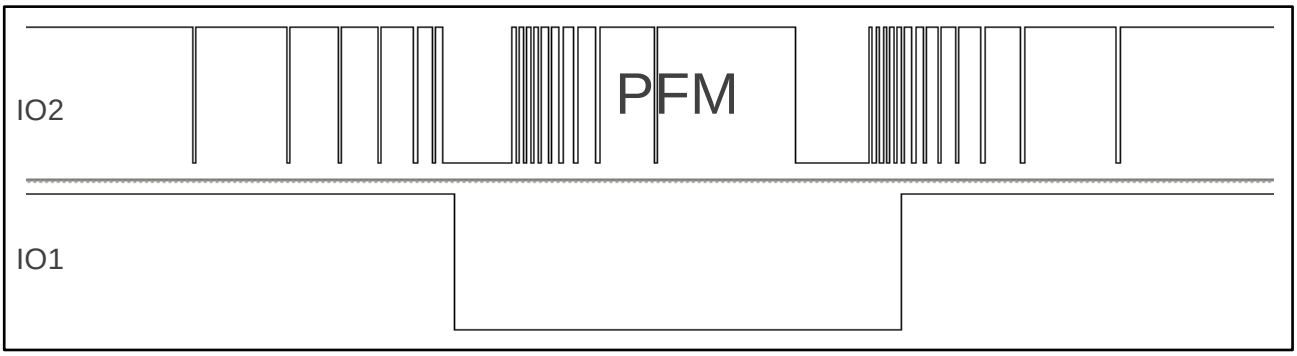

Figure 5.3 Movement (PFM) and Activation Output
**'00'** – The default pulse frequency modulated (PFM) signal indicates intensity of movement by the density of pulses. This is a relatively slow output that may trigger occasional interrupts on the master side. See Figure 5.3. Most intense detectable movements are indicated by active low pulses with 10ms width (20ms period). Saturated movement intensity is indicated by a constant low.